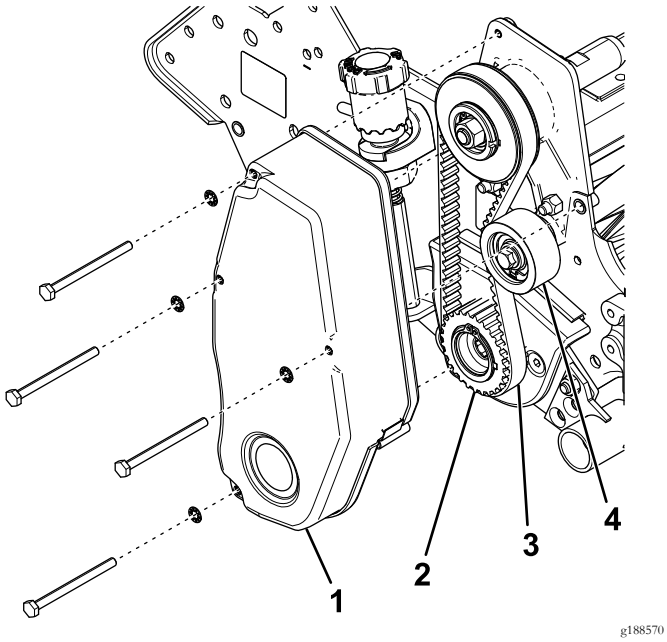

Figura 12
4. Instale la polea motriz en el eje del molinete (Figura 12).
7. Instale la cubierta de la correa de transmisión del molinete en la chapa lateral (Figura 12).